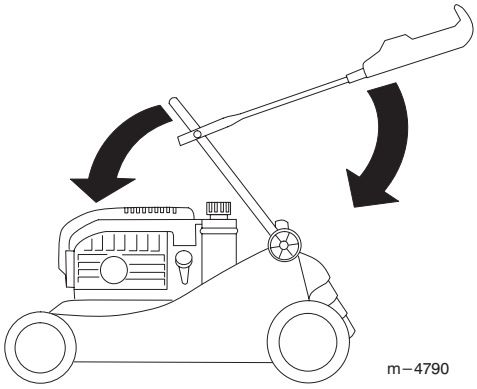

Abbildung 34
3. Den unteren Griffstangenteil vorsichtig nach vorne schwenken, bis er auf dem Motor aufliegt (Abb. 34).
4. Vorsichtig den oberen Griffstangenteil nach hinten schwenken, bis er flach aufliegt (Abb. 34).